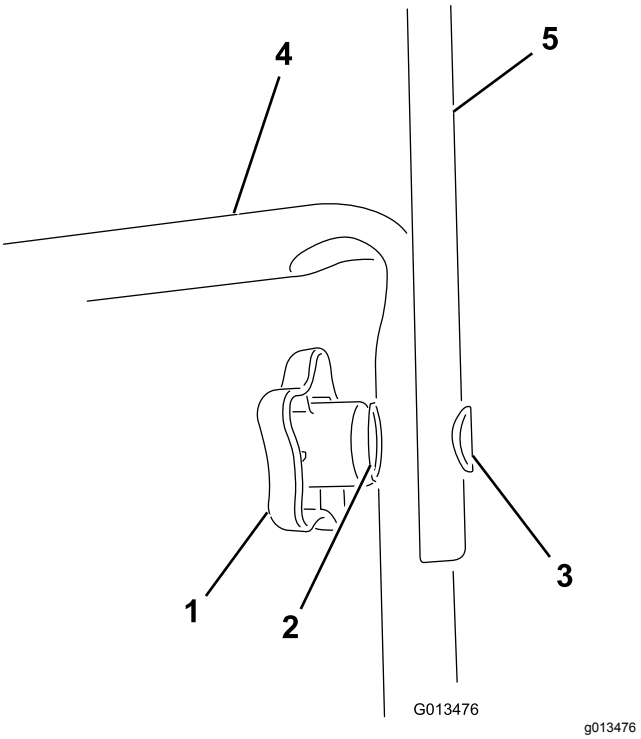

**Figure 1**
2. Montez la partie supérieure du guidon sur la partie inférieure au moyen des boutons, des rondelles bombées et des boulons ovales, comme montré à la Figure 1.